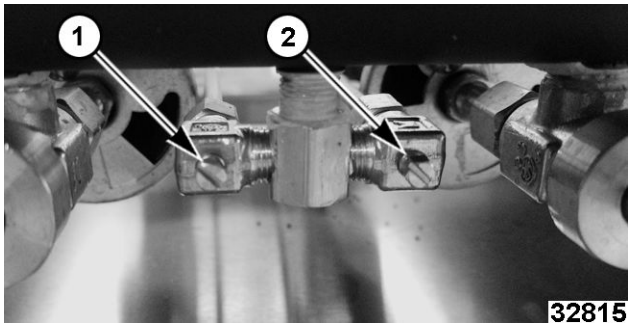

**Fig. 109**
3. Locate pilot adjustment screw (1-Rear, 2-Front, Fig. 109).